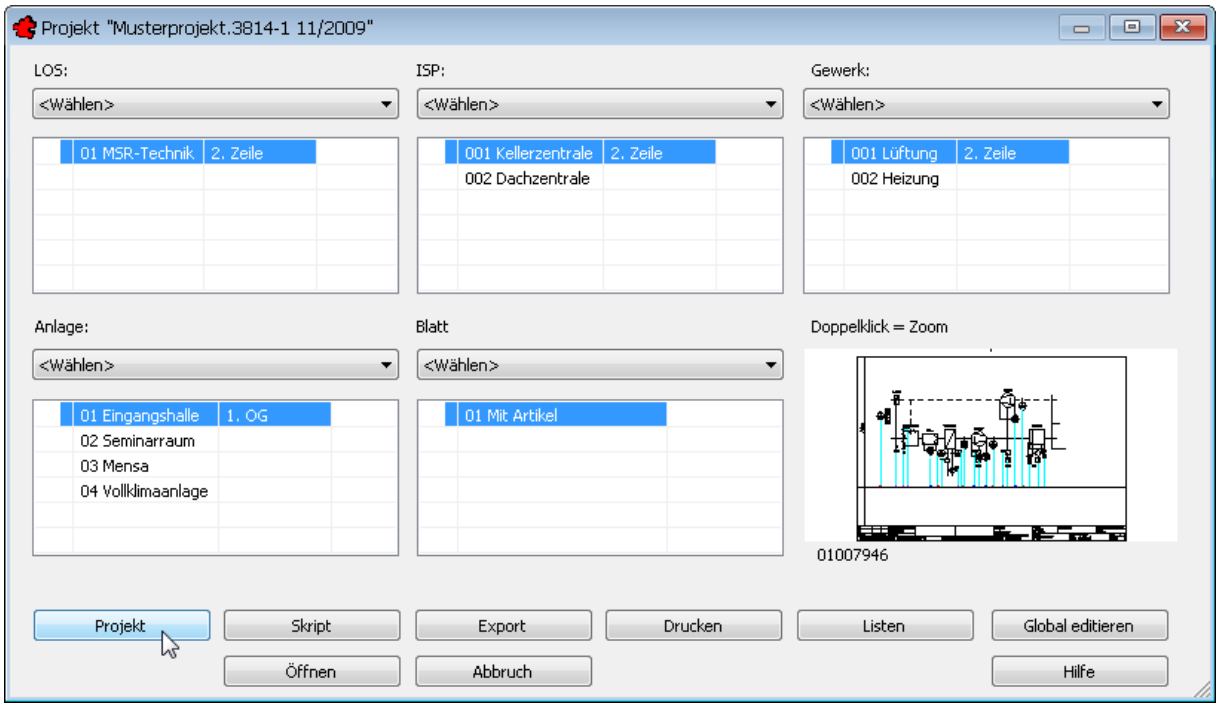

Bild 16.1 – Aufruf der Projektverwaltung über die Zeichnungsverwaltung
Im nachfolgenden Musterprojekt wollen wir Ihnen zeigen, wie TRIC die GAEB-Struktur mit allen vier Ebenen darstellt und verwaltet (vgl. Abb. 16.1):
- Wenn Sie TRIC bereits einmal gestartet haben, wird die *Zeichnungsverwaltung* des zuletzt – und beim Neustart automatisch *wieder* – geöffneten Projekts eingeblendet. Über die Schaltfläche *Projekt* gelangen Sie in die Projektverwaltung (Abb. 16.1).